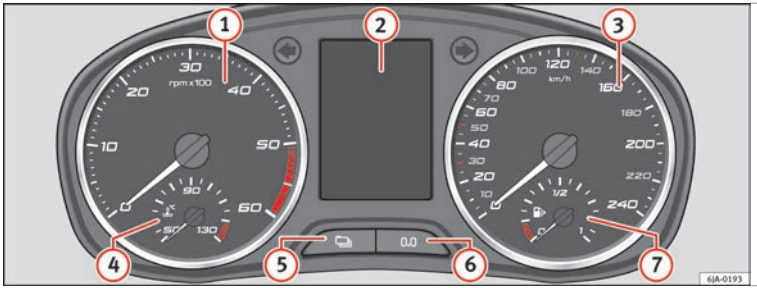

Fig. 24 General dash panel.
The red part of the rev counter scale (1) ››› Fig. 24 ››› page 30 marks the area where the engine control unit begins to limit the engine speed. The engine control unit is responsible for reducing the revs to a safe limit.
The coolant temperature gauge (4) ››› Fig. 24 ››› page 30 only works when the ignition is switched on.
The fuel gauge (7) ››› Fig. 24 ››› page 30 operates only when the ignition is switched on.
In order to reset the daily distance covered keep the button (6) ››› Fig. 24 ››› page 30 pressed down.
The clock is set using the buttons (5) to (6) ››› Fig. 24 ››› page 30.